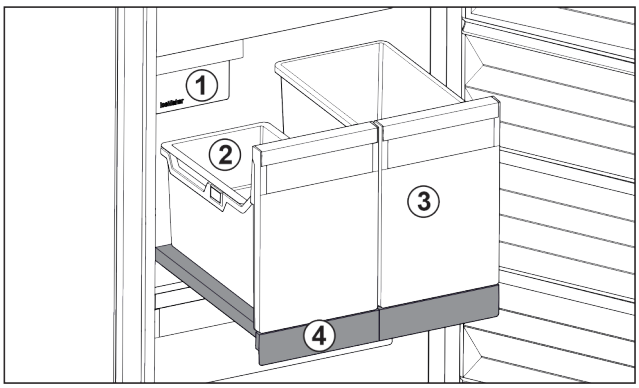

Fig. 168 Raft extractibil cu IceTower
(2) Tavă suspendată pentru cuburi de gheață
(4) Raft extractibil
Pe raftul extractibil se află două recipiente înalte (IceTower). În recipientul din *Fig. 168 (2)* sunt colectate și depozitate cuburile de gheață din IceMaker. Recipientul din *Fig. 168 (3)* se pretează pentru depozitarea de alimente înalte cum este pizza sau băuturile alcoolice.